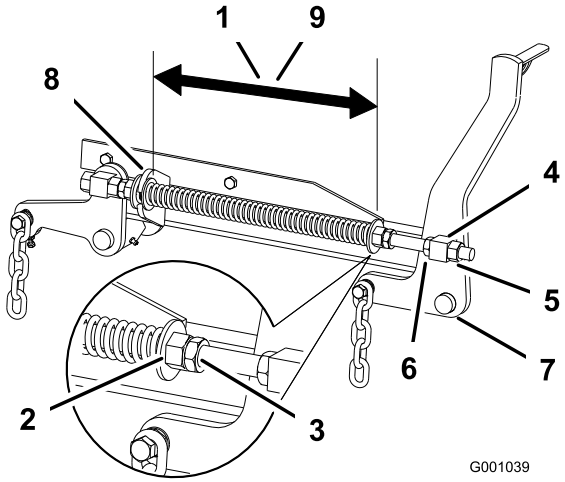

Figur 83
2. Kontroller avstanden mellom de to store skivene. Den må være 28,2 cm for 132 cm klippeenheter og 26,7 cm for 152 cm klippeenheter (Figur 83).
3. Juster denne avstanden ved å løsne låsemutteren for fjæren og mutteren foran hver fjær (Figur 83). Fjæren blir kortere hvis du vrir mutteren med klokken, og kortere hvis du vrir den mot klokken.
4. Lås mutteren i stilling ved å trekke til fjærens låsemutter (Figur 83).